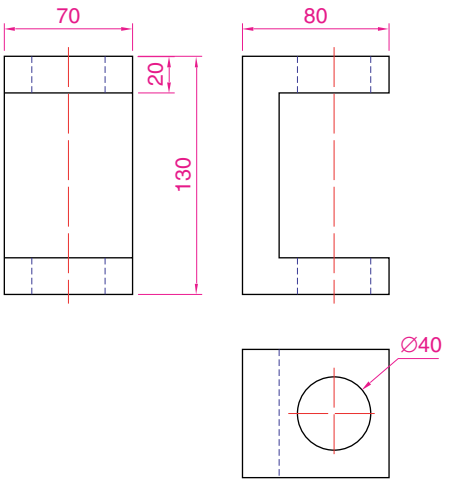
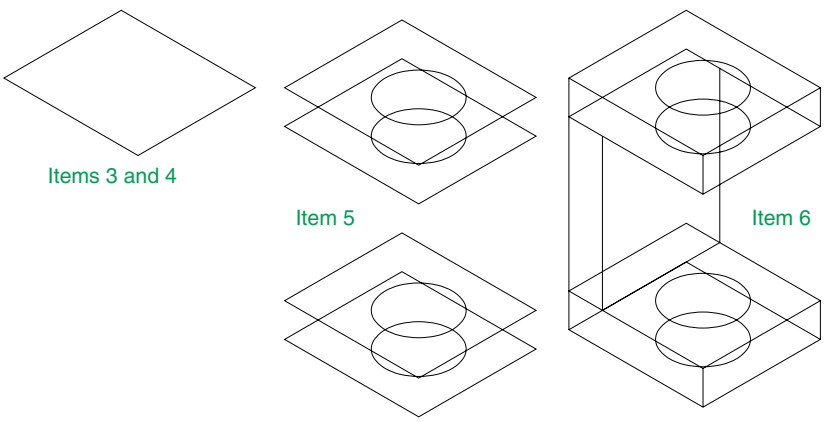

Fig. 7.18 First example – isometric drawing – the model
Fig. 7.19 First example – isometric drawing – items **3, 4, 5** and **6**
1. Work to the shapes and sizes given in the orthographic projection in Fig. 7.18. Set Snap on (press the **F9** function key) and Grid on (**F7**).
3. With **Line**, construct the outline of the top of the model (Fig. 7.19), working to the dimensions given in Fig. 7.18.
4. Call **Ellipse** tool and set to isocircle, and add the isocircle of radius 20 centred in its correct position in the outline of the top (Fig. 7.19).
5. Set the isoplane to Isoplane Right and, with the **Copy** tool, copy the top with its ellipse vertically downwards three times as shown in Fig. 7.19.
6. Add lines as shown in Fig. 7.19.